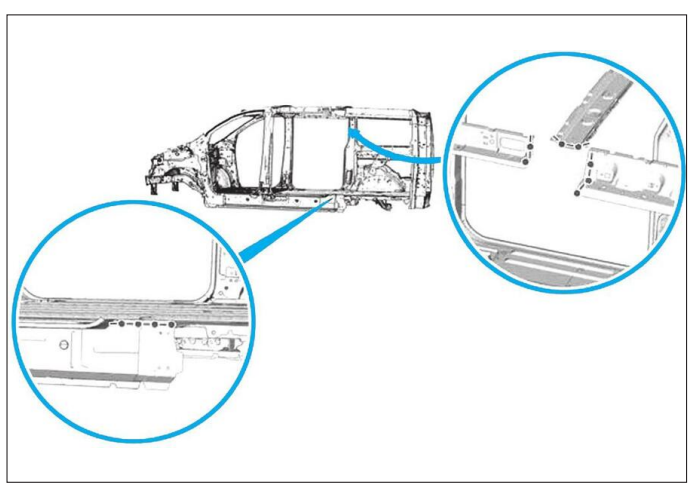

**FIG. 66**
• Préparer les bords d'accostage et les protéger par un apprêt soudable **(Fig.66)**.